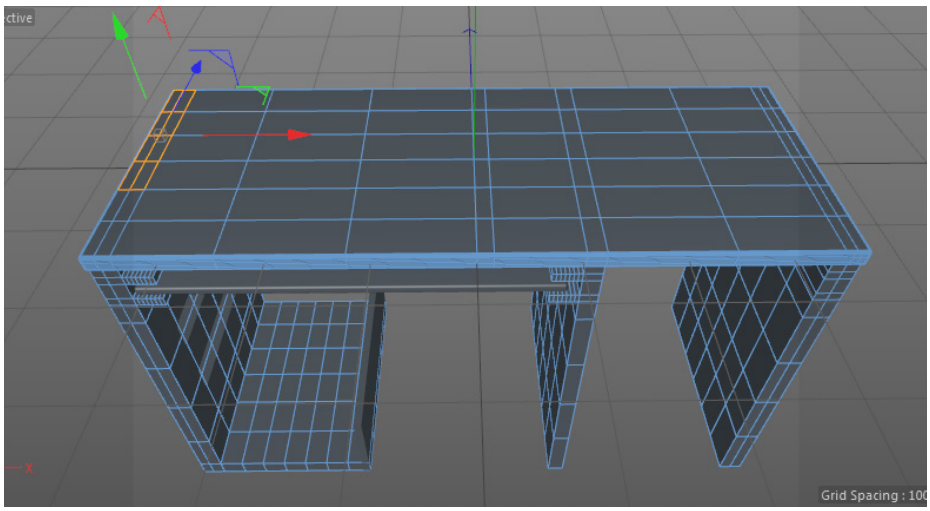

Figure 3-98 *The selected polygons of Computer table*
4. Choose the **Polygons** tool from the Modes Palette; the *Computer table* is displayed in the polygon mode. Choose the **Live Selection** tool from the Command Palette and make sure that the **Only Select Visible Elements** check box is selected. Now, select the polygons of *Computer table*, as shown in Figure 3-98.